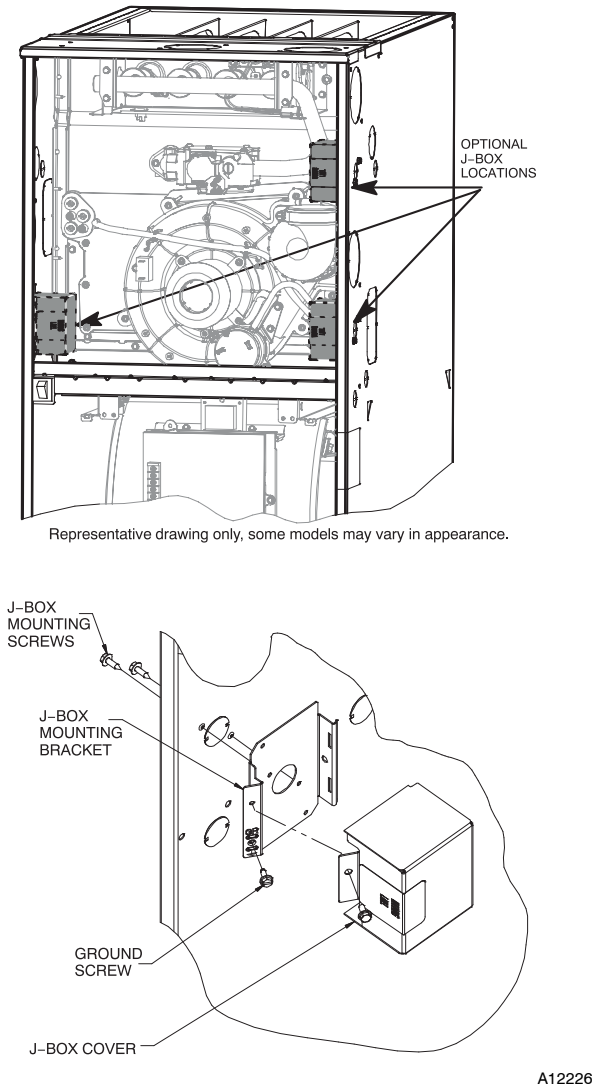

Fig. 34 - Installing J-Box (When Used)
The J-Box cover, mounting bracket and screws are shipped in the loose parts bag included with the furnace. See Fig. 34 for J-Box mounting locations.
1. Drill two (2) 1/8-in. (3 mm) pilot holes through the dimples in the furnace casing near the 7/8-in. knock-out on the side of the casing. Do not remove the knock-out in the side of the casing.
9. Connect field power and neutral leads to furnace power leads inside the external electrical box as shown in Fig. 34.
1. Install J-Box mounting bracket to inside of furnace casing. See Fig. 34.
5. Connect field ground wire and factory ground wire to green ground screw on J-Box mounting bracket as shown in Fig. 34.
7. Attach furnace J-Box cover to mounting bracket with screws supplied in loose parts bag. Do not pinch wires between cover and bracket. See Fig. 34.
4. Connect field ground wire and factory ground wire to green ground screw on J-Box mounting bracket as shown in **Fig. 34.**